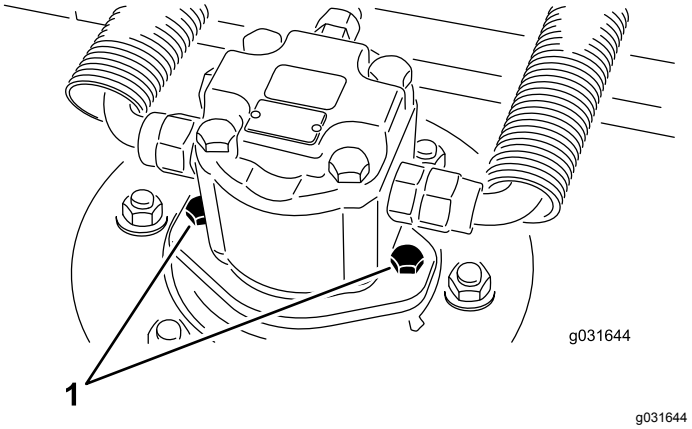

Figura 66
2. Rimuovete le viti di montaggio del motore idraulico e scollegate e staccate il motore idraulico dal piatto di taglio (Figura 66).
4. Utilizzando le viti di montaggio del motore idraulico, montate il motore idraulico sul piatto di taglio (Figura 66).